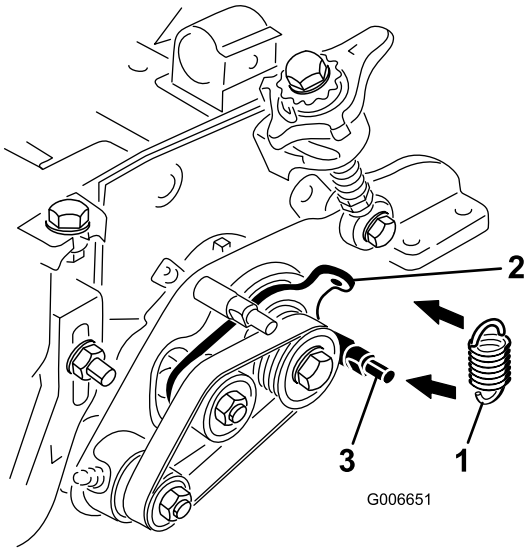

Figur 11
22. Haka fast mellanremskivfjädern i hålet i remskivplattans flik och runt skåran i trimsatsplåtens nedre tapp (Figur 11). Fjäderkrokens öppna ände ska placeras mot drivskivan.